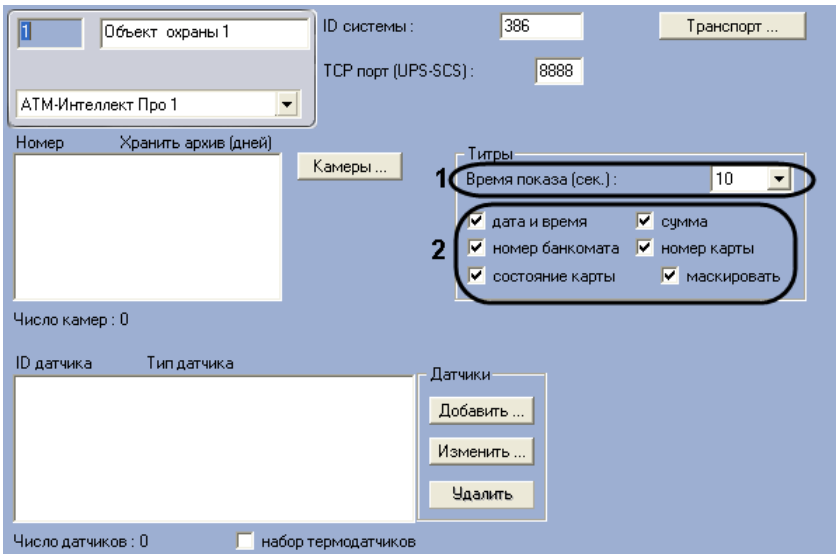

Рис. 5.4—11 Настройка информации и времени показа титров
1. Перейти на панель настройки объекта **Объект охраны** (Рис. 5.4—11).
2. Из раскрывающегося списка **Время показа (сек.)** выбрать продолжительность показа титров на видеоизображении в секундах с момента прихода соответствующего события от охраняемого объекта (банкомата) – (см. Рис. 5.4—11, 1).
3. Установить флажки напротив тех данных, которые следует отображать в титрах (см. Рис. 5.4—11, 2). Флажок **маскировать** отвечает за скрытие всех символов карты, кроме первых 4-х и последних 4-х.